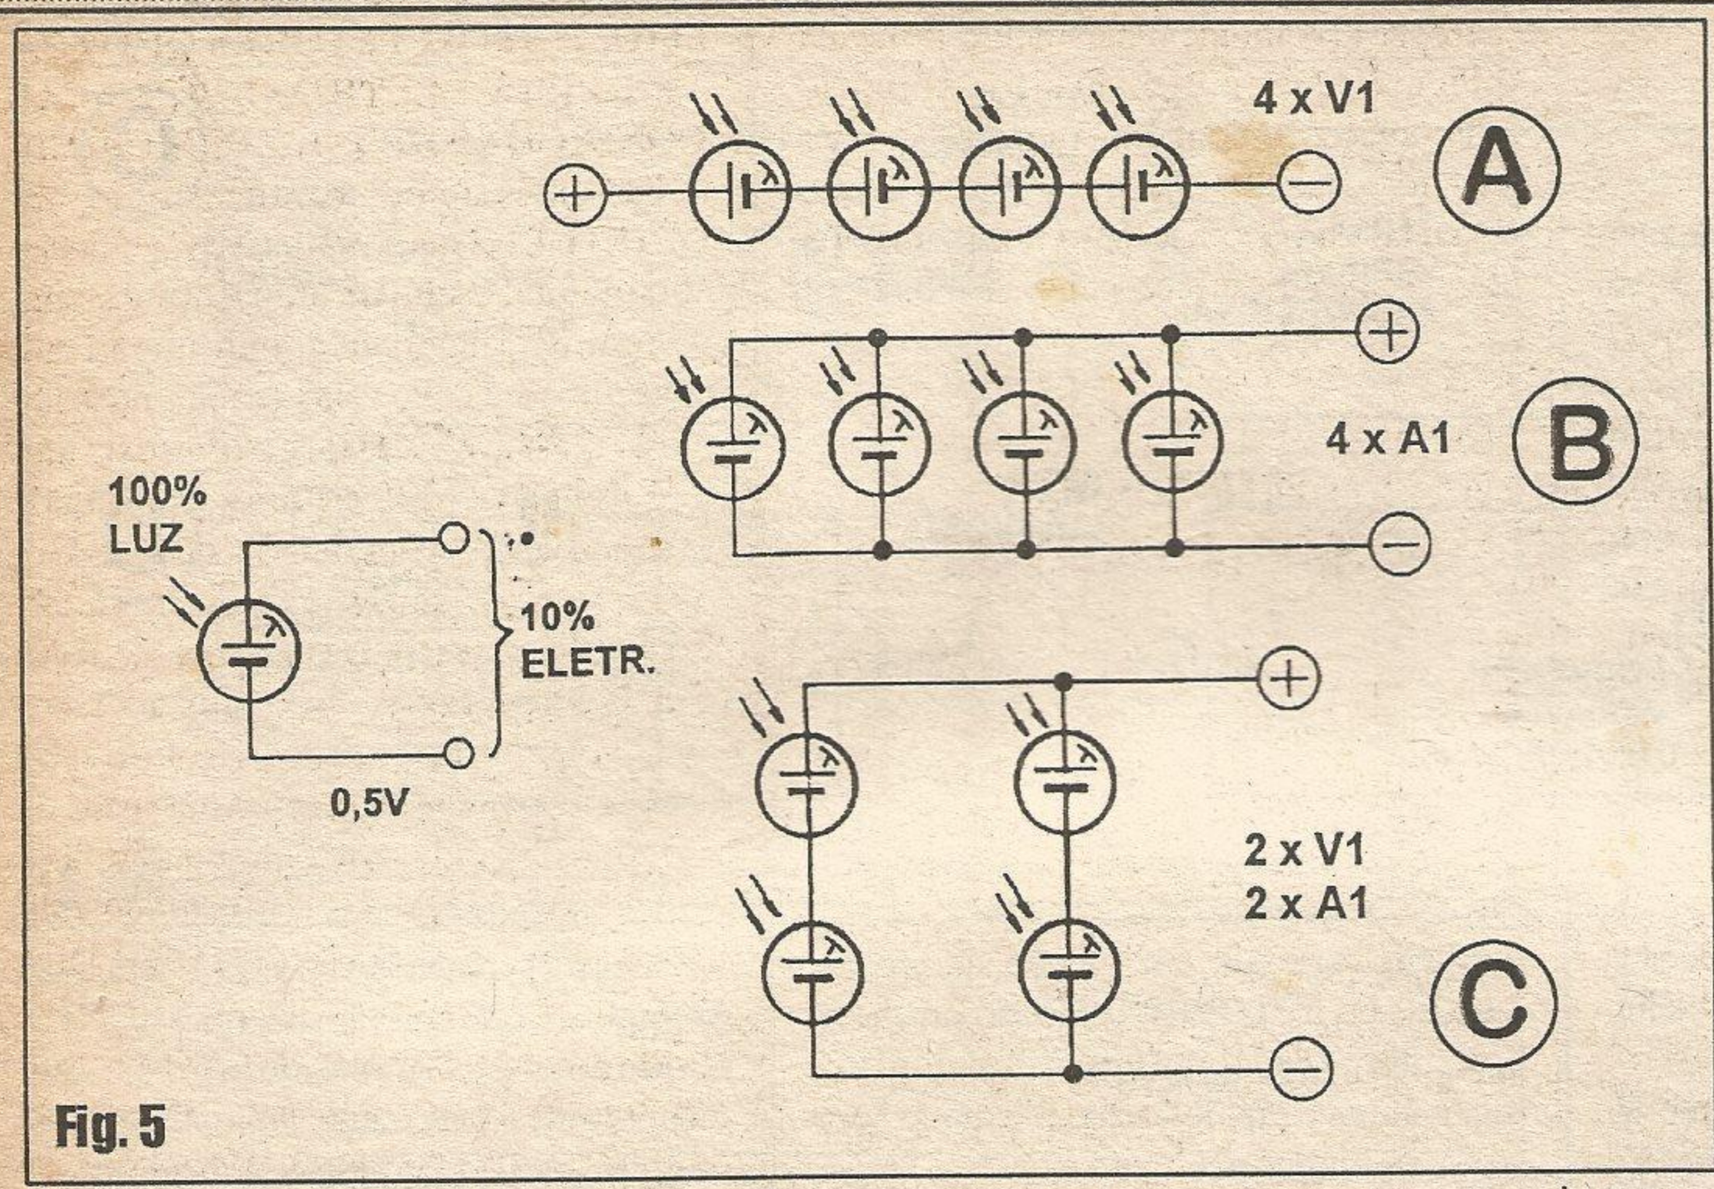

Fig. 5
**- FIG. 5 - O DETETOR FOTOVOLTAICO COMO "GERADOR DE ENERGIA"... -** Os FOTOVOLTAICOS são detetores ou transdutores de energia luminosa em energia elétrica, contudo muito pouco eficientes, em termos de *rendimento* nessa *tradução*... Em média, cerca de 10% apenas, da energia que *chega* em forma de luz, é realmente convertida em eletricidade, em termos de *trabalho* que pode ser realizado... Outro ponto de *deficiência* nessa tradução direta, é que a máxima tensão obtida nos terminais de uma única *célula* fotovoltaica (esse é outro nome pelo qual comumente o componente é chamado, além de *célula solar*, entre outros...), mesmo sob luz intensa (colocada sob o sol forte, por exemplo...), é de aproximadamente 0,5 V... Contudo, se considerarmos um componente fotovoltaico, uma célula solar ou coisa que o valha, como se fosse uma... *pilha*, é fácil intuir que podemos associá-la em conjuntos - formados por qualquer número de células - arranajdos *em série* (como em **A**...) de modo a obtermos tensões *mais elevadas* nos terminais extremos da *fila* de fotovoltaicos...! Por exemplo, se denominarmos a tensão *fornecível* por uma única célula, de V1, temos que (no arranjo **5-A**) pode ser obtida uma tensão equivalente a 4 x V1 (ou cerca de 2 V, se um único fotovoltaico fornecer até 0,5 V...). Ainda comparando com as *pilhas*, outros tipos de arranjo podem ser estabelecidos, de modo a também incrementar a corrente máxima obtenível (uma única célula é capaz de fornecer corrente muito *fraquinha*, na prática insuficiente para energizar a maioria das cargas que pretendamos ver funcionar *com luz*...). Pensando assim (ver **5-B**...), se chamarmos de A1 a corrente *fornecível* por uma única célula, em termos máximos, um arranjo *em paralelo* constando de 4 fotovoltaicos poderá estabelecer sobre a carga uma corrente de até 4 x A1... Vamos supor que uma única célula seja capaz de *dar* uma corrente máxima de 50uA... Nesse caso, o arranjo **B** poderá oferecer até 200uA, corrente que ainda parece pequena, mas que é suficiente para as necessidades de muitos dos modernos circuitos, baseados em integrados de baixíssimo consumo (como os já estudados C.MOS) intrínseco...! Se considerarmos (ver **C**...) a possibilidade de estabelecer arranjos mistos (*série/paralelo*) de qualquer "tamanho" (quantidade de células...), será fácil perceber que - na prática - não há